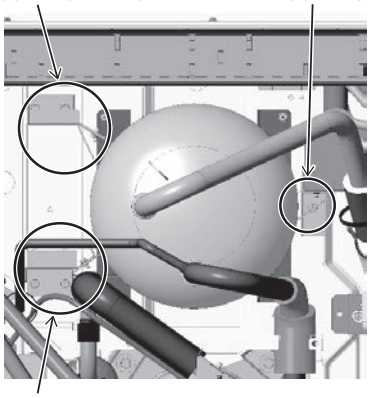

Figure 4
(5) Unscrew the four screws from the left front and left rear accumulator fixing plates. (See Figures 4 and 5.)
(6) Unscrew the four screws from the base legs of the left front and left rear accumulator fixing plates. (See Figures 4 and 6.)
(7) Unscrew the two screws from the right accumulator fixing plate. (See Figures 4 and 7.)
<KB type, J type, and 4-, 6-, 8-branch types> 1) Remove the control box by unscrewing the four fixing screws. (Figure 1) 2) Unscrew the four service panel fixing screws. (Figure 2) 3) Remove the top panel by unscrewing the nine fixing screws. (Figure 2) <For J-type, 12- and 16-branch types, JA-type, and KA-type> 1) Remove the service panel (1) by unscrewing the two fixing screws. (Figure 3) 2) Remove the control box by unscrewing the four fixing screws. (Figure 3) 3) Remove the top panel by unscrewing the 10 fixing screws. (Figure 4) 4) Remove the service panel (2) by unscrewing the two fixing screws. (Figure 4)